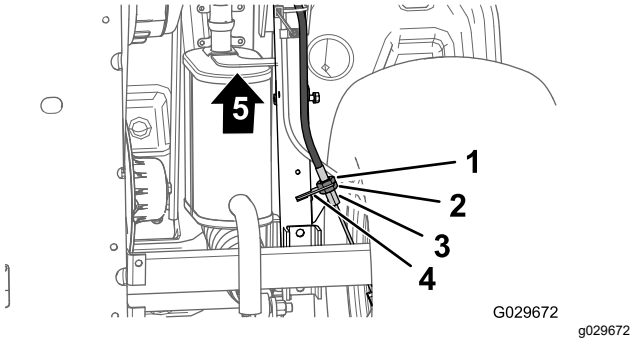

Figuur 64
3. Aan de onderkant van de machine: draai de achterste contramoer van de instelling van de parkeerrem-kabel 4 slagen los (Figuur 64).
4. Draai de voorste contramoer vast (Figuur 64).
A. Draai de voorste contramoer (Figuur 64) van de instelling van de parkeerrem-kabel 1 slag los.
B. Draai de achterste contramoer vast (Figuur 64).
A. Draai de achterste contramoer (Figuur 64) van de instelling van de parkeerrem-kabel 1 slag los.
B. Draai de voorste contramoer vast (Figuur 64).